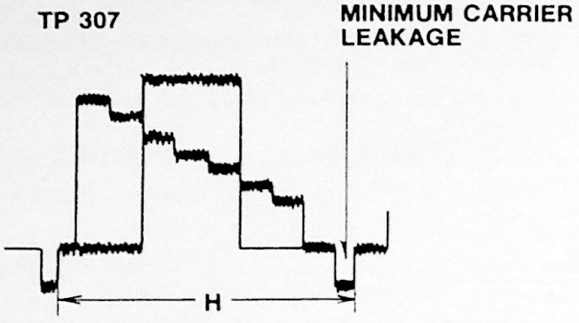

Figure 49. Sync Tip Frequency Control
10. Adjust the sync tip frequency control (R3164) for minimum beat at sync tip of video signal (Figure 49).